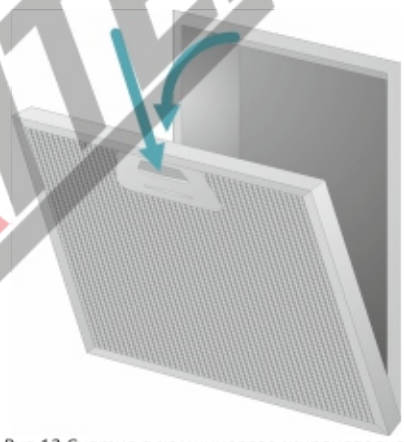

Рис.12 Снятие алюминиевого жироулавливающего фильтра
1. Нажмите на защелки на жироулавливающем фильтре и снимите фильтр. (*Рис. 12)*